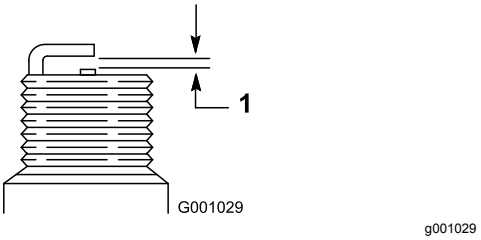

Rysunek 37
4. Odstęp między elektrodami w nowej świecy powinien wynosić 0,76 mm, zgodnie z Rysunek 37.